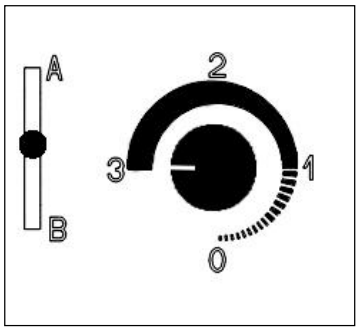

Fig. 1: Accensione e
- Scorrere la leva di selezione al centro per aprire l'Ignition Booster (presa d'aria d'accensione) (vedi fig 1, pagina 30).
- Ricaricare solo quando rimane unicamente la brace. Scorrere la leva di selezione al centro e regolare la manopola al massimo (vedi fig 1, pagina 30). Lasciare questa regolazione per qualche minuto prima di aprire lo sportello.